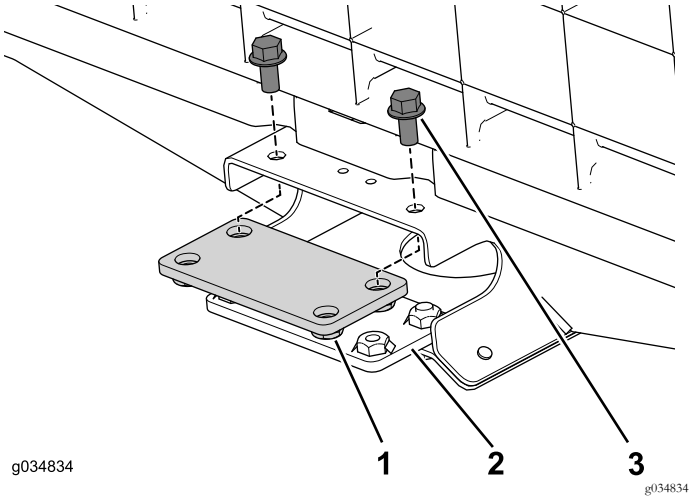

Figura 21
1. Utilizzate 4 bulloni flangiati (3/8" x ¾") per montare, senza serrarle, le piastre di collegamento superiore e inferiore sul canale centrale nella sezione anteriore (Figura 21).